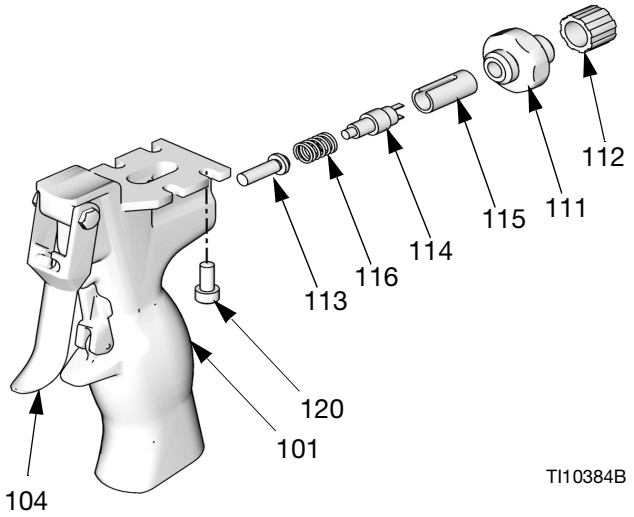

FIG. 10
1. Montera kolven (113) och fjädern (116). Se FIG. 10.
2. Sätt i brytaren (255463) medan jordningskontakten (108) träs genom hålet överst på handtaget.
3. Dra åt pluggen (111) till moment 14-15 N•m (125-135 in-lb).
4. Dra åt dragavlastningen (112).
5. Sätt i jordskruven (110) genom låsbrickan (109) och jordningskontakten (108). Vrid till 1,7-2,2 N•m (15-20 in-lb).
6. Passa in fördelningsventilen ovanpå handtaget (101). Dra åt de fyra skruvarna (120) jämnt till moment 1,7-2,2 N•m (15-20 in-lb).